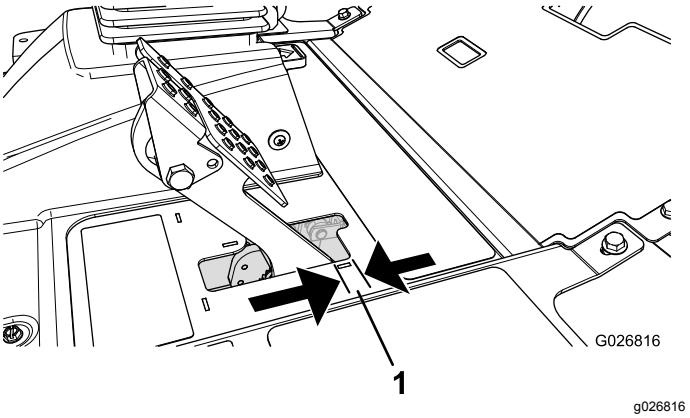

Figur 84
Juster bremsene når det er mer enn 2,5 cm frigang på bremsepedalen, eller når det kreves mer bremsekraft (Figur 84). Frigang er avstanden bremsepedalen kan beveges før du merker bremsemotstand.
2. Trekk til den bakre mutteren for å flytte kabelen bakover til bremsepedalene har en frigang på 0,63 til 1,27 cm, før hjulene låses (Figur 84).